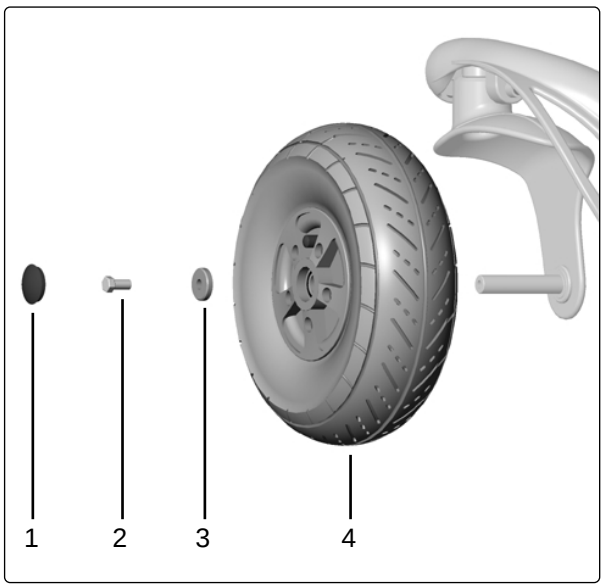

Abb. 15. Felgenbefestigung.
3. Lösen Sie die Radnabe 1 und nehmen Sie sie ab; entfernen Sie die Schraube 2 und Unterlegscheibe 3, s. Abb. 15.
3. Montieren Sie die Unterlegscheibe 3 an der Schraube 2 und ziehen Sie das Rad fest. Montieren Sie die Radnabe 1, s. Abb. 15.